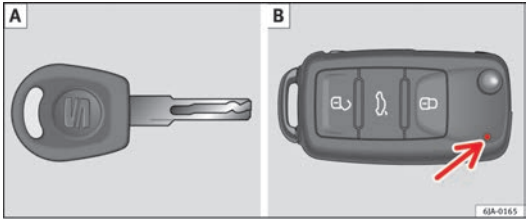
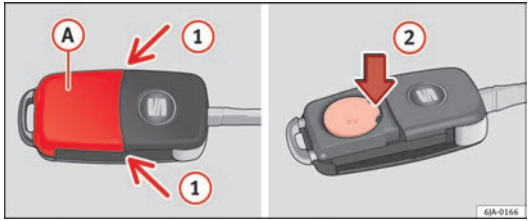

Fig. 42 Key with remote control/Key without remote control
Fig. 43 Remote control key: removing the cover/taking out the battery
Two keys are always supplied with the vehicle. Depending on the model version, your car may include keys without remote control ⇒ Fig. 42 A or with remote control ⇒ Fig. 42 B.
Each remote control key contains a battery that is fitted below the cover (A) ⇒ Fig. 43. If the battery is flat, the red control lamp ⇒ Fig. 42 B will not light up when one of the buttons is pressed. ▶
– Remove the battery cover by pressing down with your thumb or a flat screwdriver in the location of the arrows (1) ⇒ Fig. 43.
– Remove the flat battery from the key by pressing downwards in the location of the arrows (2).